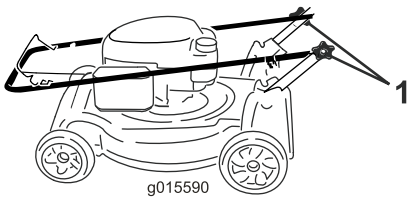

Figur 3
1. Lossa handtagsreglagen (Figur 3).
3. Dra åt handtagsvreden ordentligt för hand (Figur 3).